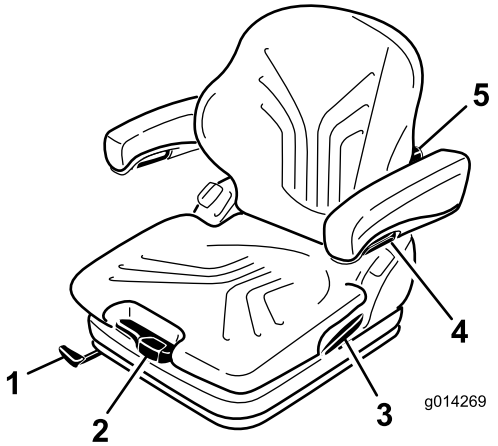

Рисунок 10
Регулировка сиденья по весу оператора осуществляется вытягиванием или нажатием рычага регулировки по весу (Рисунок 10).
1. Поднимите рычаг, чтобы разблокировать сиденье (Рисунок 10).
Поворачивая ручку регулировки вверх, можно изменять изгиб подушки верхней части спинки. Поворачивая ручку регулировки вниз, можно изменять изгиб подушки нижней части спинки (Рисунок 10).
Для регулировки высоты подлокотников отделите от крышки круглый колпачок (Рисунок 10), ослабьте шестигранную гайку (13 мм) под крышкой, отрегулируйте положение подлокотников и затяните гайку. Поместите колпачок на место.
Для изменения угла наклона подлокотника поворачивайте ручку регулировки (Рисунок 10).
Поднимите вверх блокировочный рычаг для высвобождения фиксатора спинки (Рисунок 10). При высвобождении фиксатора спинки не нажимайте на нее.